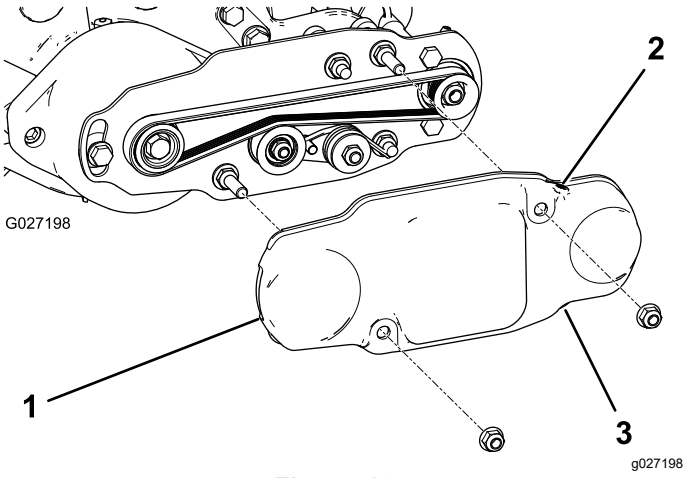

Figuur 19
2. Schuif de riemkap over de montagebouten en bevestig deze met 2 flensmoeren (Figuur 19).